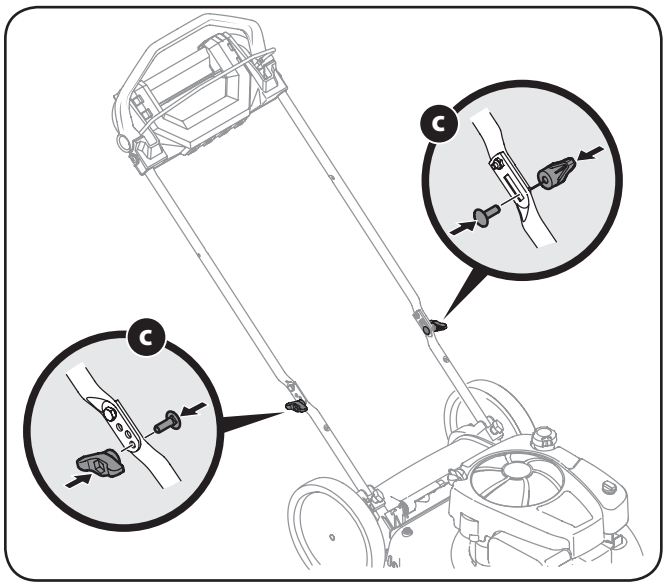

Figura 3-5
c. Vuelva a colocar tuercas y pernos de transporte retirarse antes en una reducción de los agujeros de la manija como se muestra en Figura 3-5.